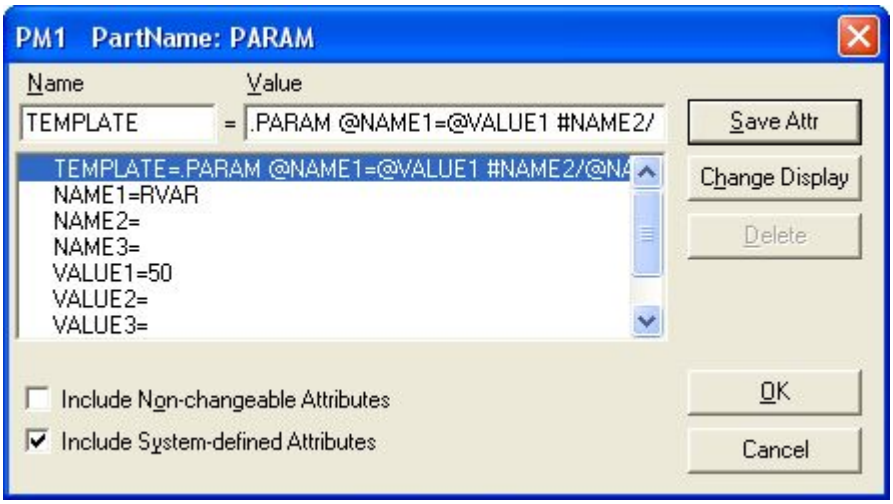

Рис. 20
4. Установим на наборном поле вспомогательный элемент PARAMETERS из библиотеки SPECIAL.slb. Откроем окно установки атрибутов этого элемента, зарегистрируем переменную RVAR как глобальный параметр и зададим ее значение. Окно установки атрибутов элемента PARAMETERS показано на рис. 20. Значение RVAR может быть любым.